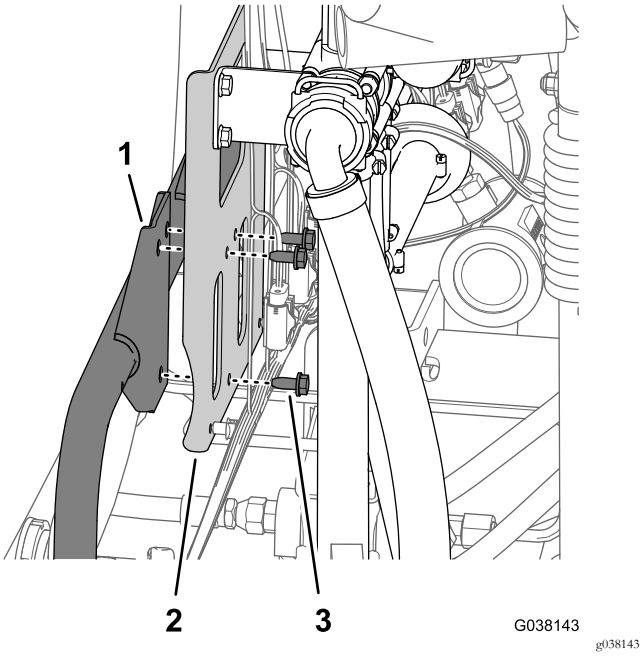

Figura 26
1. Enquanto segura o suporte das válvulas de agitação, aplicação e pulverização principal, retire os 3 parafusos de cabeça flangeada (5/16 pol. x ¾ pol.) que prendem o suporte da válvula à montagem (Figura 26).